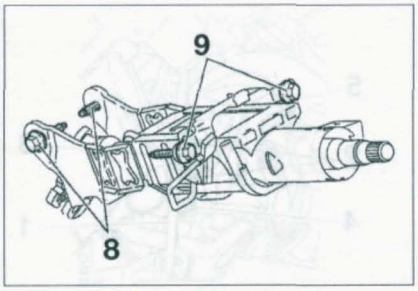

FIGURE 10-5
• Déposer les vis de fixation inférieure (8) et supérieure (9) de la colonne de direction **(figure 10-5)**.